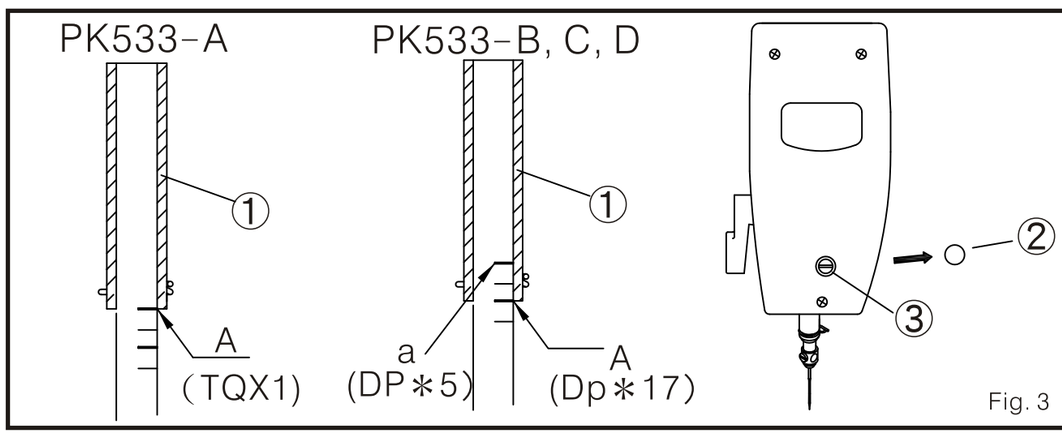

Fig. 3
1. Ajuste la altura de la barra aguja (Fig. 3)